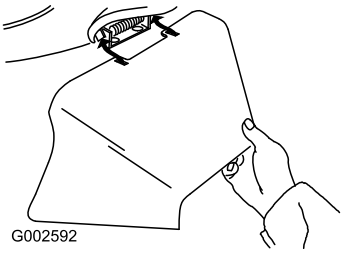

Figure 21
3. Install the side discharge chute and close the door onto the chute (Figure 21).